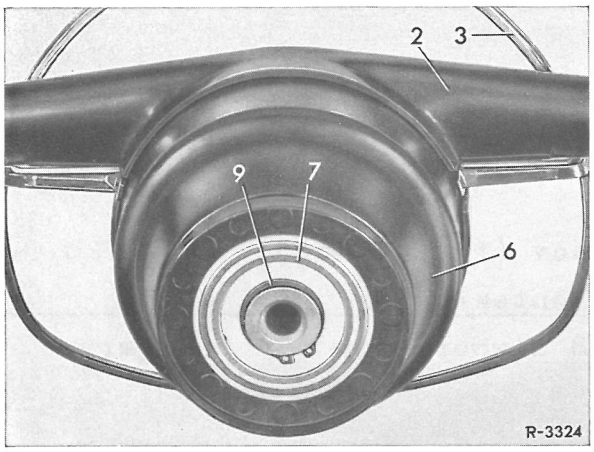

Fig. 46-6/5
9 Signalring (2) lægges ind i rattet (fig. 46-6/4).